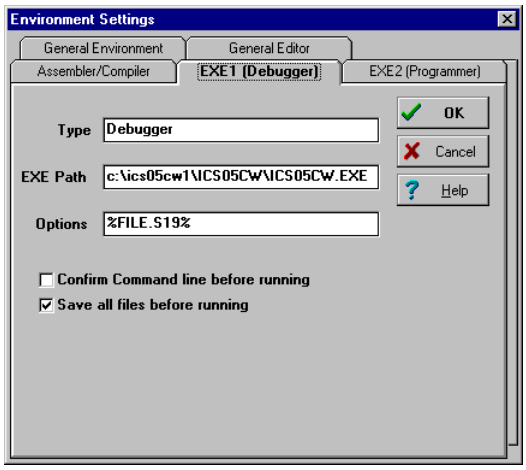

Figure 1-1. *WinIDE Environment Settings* Dialog *EXE1 Tab*
- Click on the *EXE1 Debugger* tab to bring the tab (Figure 1-1) to the front. Set the executable type, path and filename, command line options (including optional switches, filenames, or port settings), and other options for the ICS05CW debugger application.